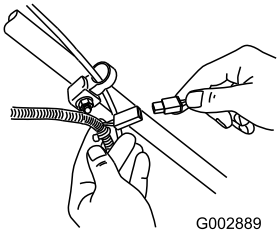

Figur 28
1. Koble laderen til ledningssatsen som sitter under tenningsnøkkelen (Figur 28).